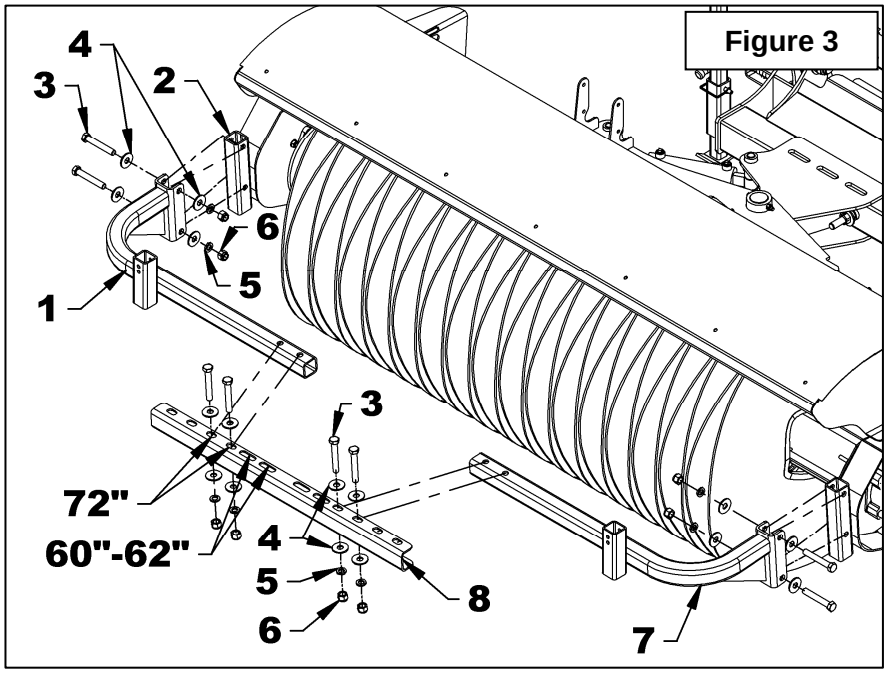

Figure 3
3. **Figure 3 – 60", 62" and 72" brooms:** Install the left and right wheel supports (items 1-7) on the parking stand tubes (item 2) with two bolts (item 3), four flat washers (item 4), two lockwashers (item 5) and two nylon insert nuts (item 6). Attach the support tube (item 8) to the right and left wheel supports (items 1-7) in the appropriate holes depending on the width of the broom (see figure) with four bolts (item 3), eight flat washers (item 4), four lockwashers (item 5) and four nylon insert nuts (item 6).